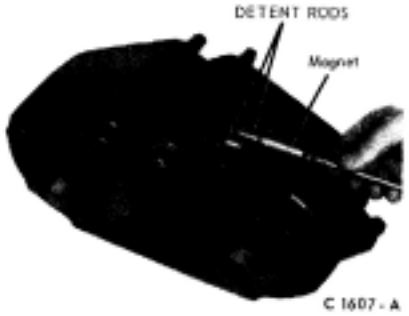

FIG. 6-10—Removing Detent Rods
20. Remove the detent rods (Fig. 6-10).